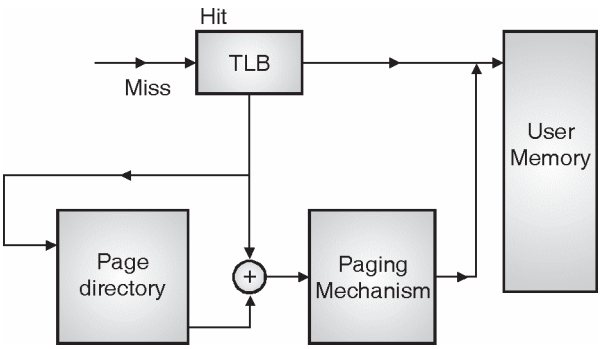

Fig. 5.12.2 : Translation Lookaside Buffer
- The structure of memory management with TLB is as shown in Fig. 5.12.2.
- As shown in the Fig. 5.12.2, TLB is placed parallely with the paging mechanism and hence if the TLB gives a hit, the paging mechanism doesn't perform the address translation, else the paging mechanism performs the address translation.